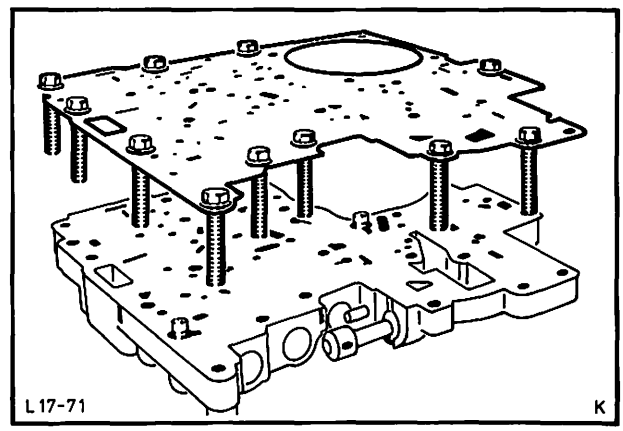
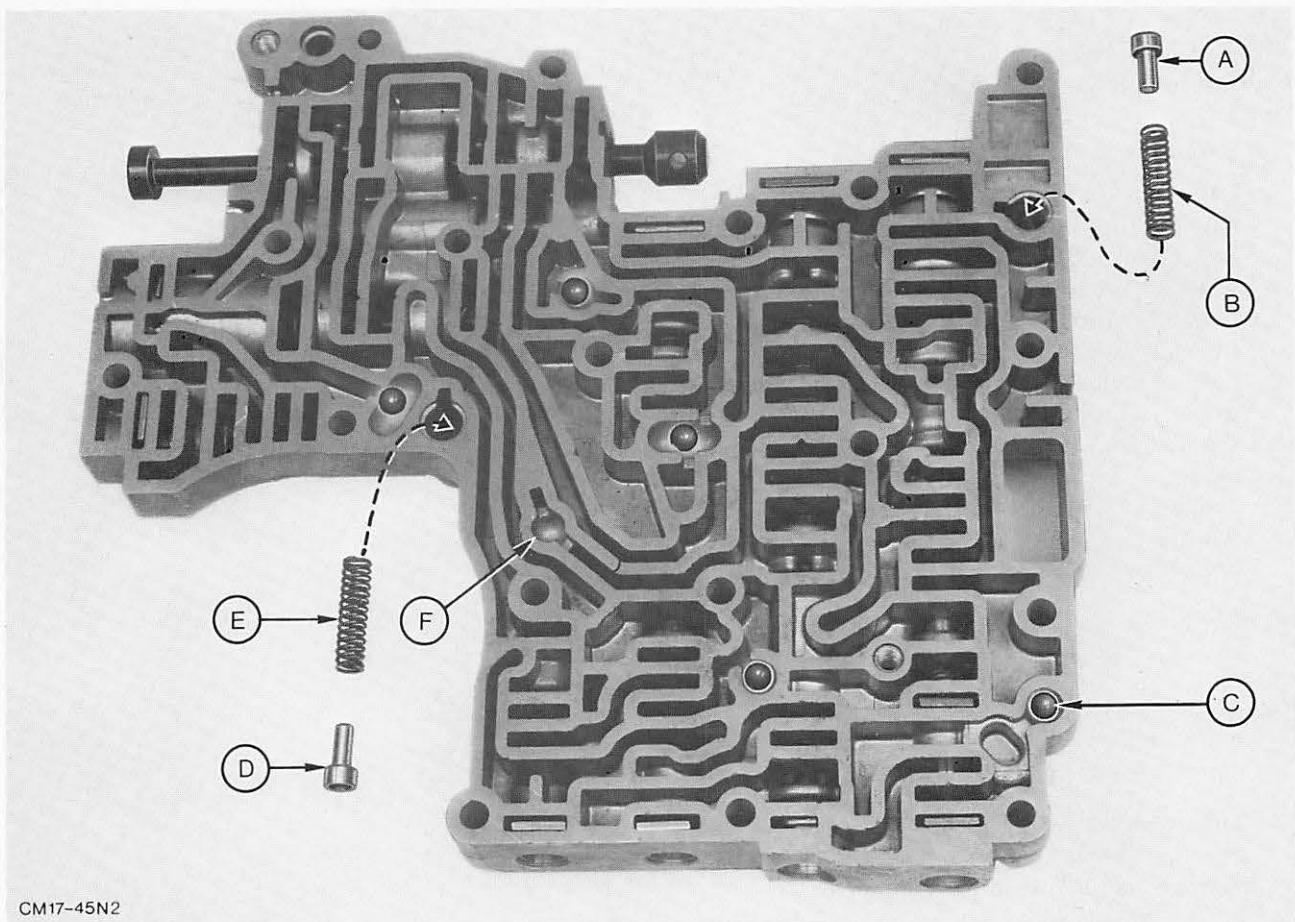

Abb. 102 Abdeckplatte montieren
Abb. 105 A = Wandler-Überdruckventil B = Ventilfeder (weiß) C = Kugelventil (5 Stück) D = Drossel-Überdruckventil
58. Kugel- und Überdruckventile mit Federn einsetzen. Abb. 105. Abdeckplatte mit neuer Dichtung montieren, dabei äußere Befestigungsschrauben (11 Stück) zum Ausrichten der Zwischenplatte zum Steuergehäuse einsetzen. Abb. 102. Die beiden Befestigungsschrauben der Abdeckplatte mit vorgeschriebenem Drehmoment festziehen und die restlichen Schrauben wieder entfernen.